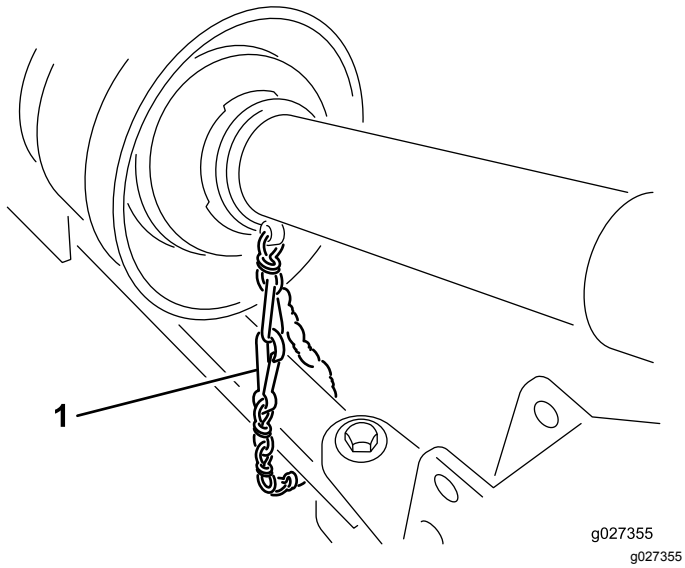

Figur 7
5. Anslut skyddsäkerhetskedjan till traktorenheten (Figur 7).